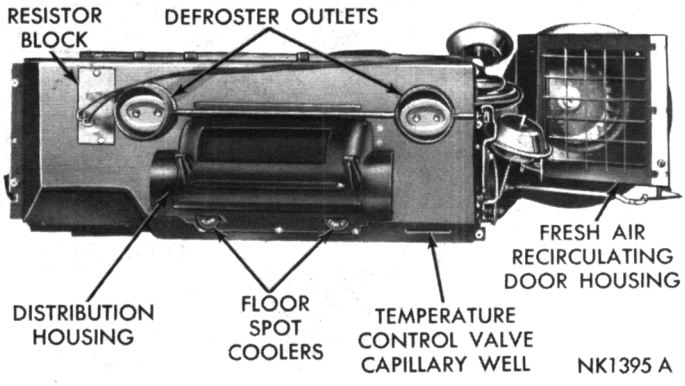
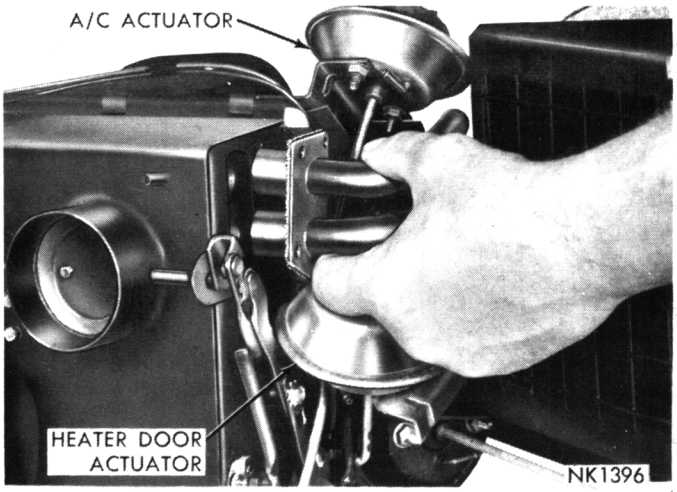
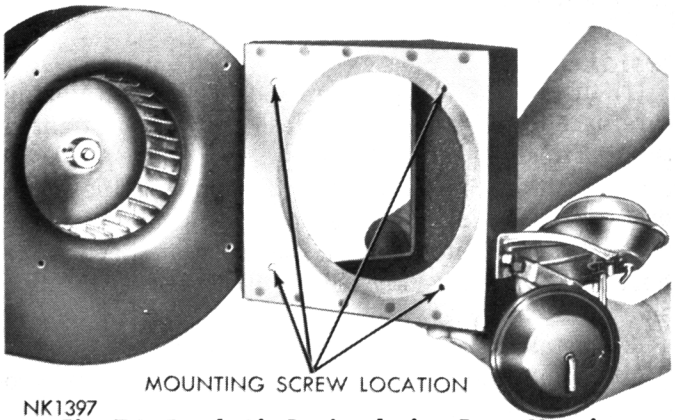
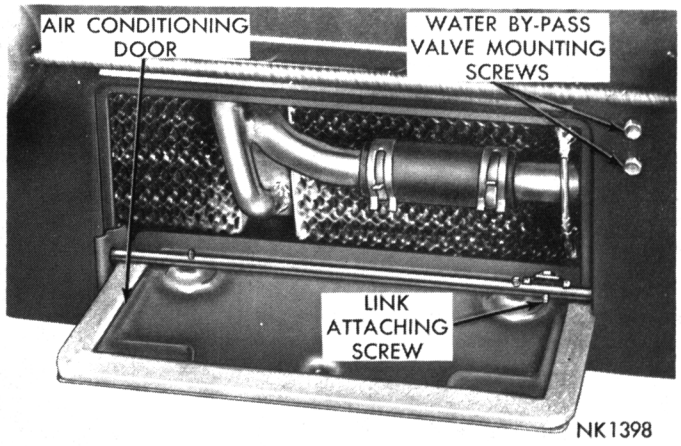

Fig. 73—Heater and Evaporator—Passenger Side
Fig. 75—Heater Core Water Tube Assembly—Removal and Installation
Fig. 76—Fresh Air-Recirculating Door Housing Removal and Installation
Fig. 77—Water By-Pass Valve Link Attaching Screw
The heater core is located behind a separate cover attached to the evaporator case forward of the instrument panel (Figs. 73 and 74).
(1) Disconnect cable at battery, drain cooling system, remove air cleaner, and disconnect heater hoses.
(2) Remove distribution housing (Fig. 73) glove box and heater core inlet-outlet tube assembly (Fig. 75).
(3) Remove fresh air-recirculating air inlet hose.
(4) Disconnect floor air actuator rod from linkage.
(5) Disconnect actuator vacuum hoses and remove fresh air-recirculating door housing assembly (Fig. 76).
(6) Remove defroster hoses, disconnect electrical connections from resistor block.
(7) Remove the two screws attaching the water bypass valve to heater cover and remove the operating link attaching screw (Fig. 77).
(8) Disconnect air conditioning door actuator from mounting bracket and remove the two support braces.
(9) Remove five retainer spring clips and ten screws attaching cover to the case.
(10) To remove the cover and heater core it will be necessary to pull lower edge rearward, then lift assembly 3/8 inch to unhook the cover lip from the case.